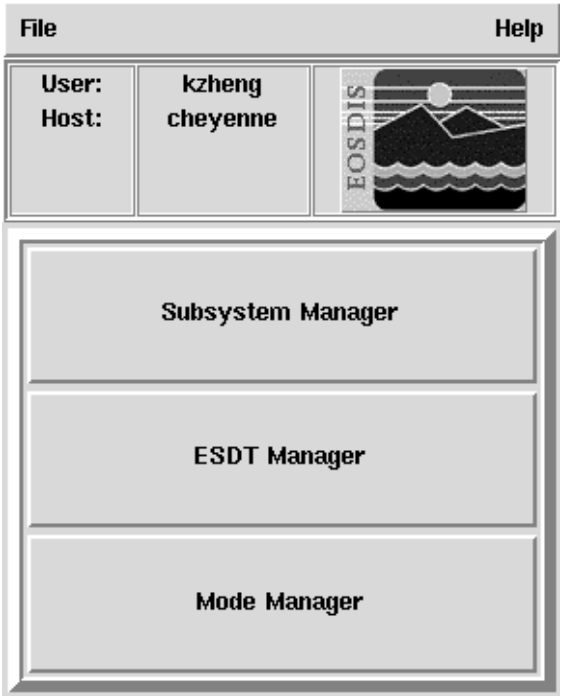

Figure 3.7-1. ECS Assistant GUI
- This will invoke the ECS Assistant GUI with three push buttons for selecting the proper activities, as indicated in Figure 3.7-1.